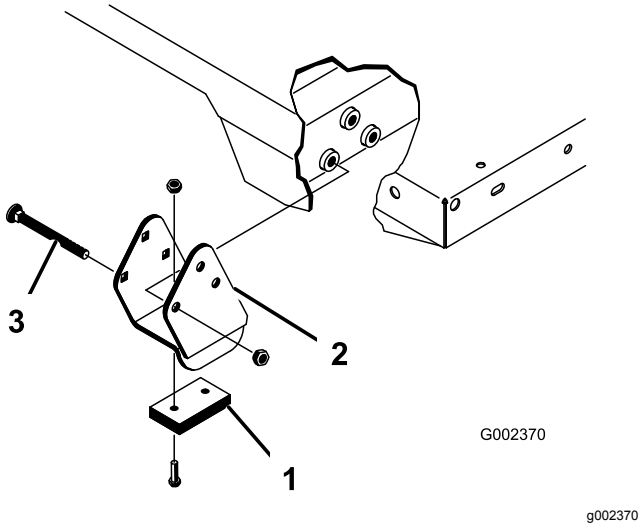

Figur 25
Påse at avstandsbrakettene og slitasjeblokkene (Figur 25) er montert med låsebolthodene plassert på innsiden av maskinen.
2. Sett planet forsiktig oppå maskinens ramme. Hullene i den bakre hengselplaten skal være på linje med hullene i den bakre rammekanalen. Monter to splittpinner og ringstifter (Figur 25).
4. Før inn splittpinnen fra utsiden av planet med ringstiften vendt mot utsiden (Figur 25).